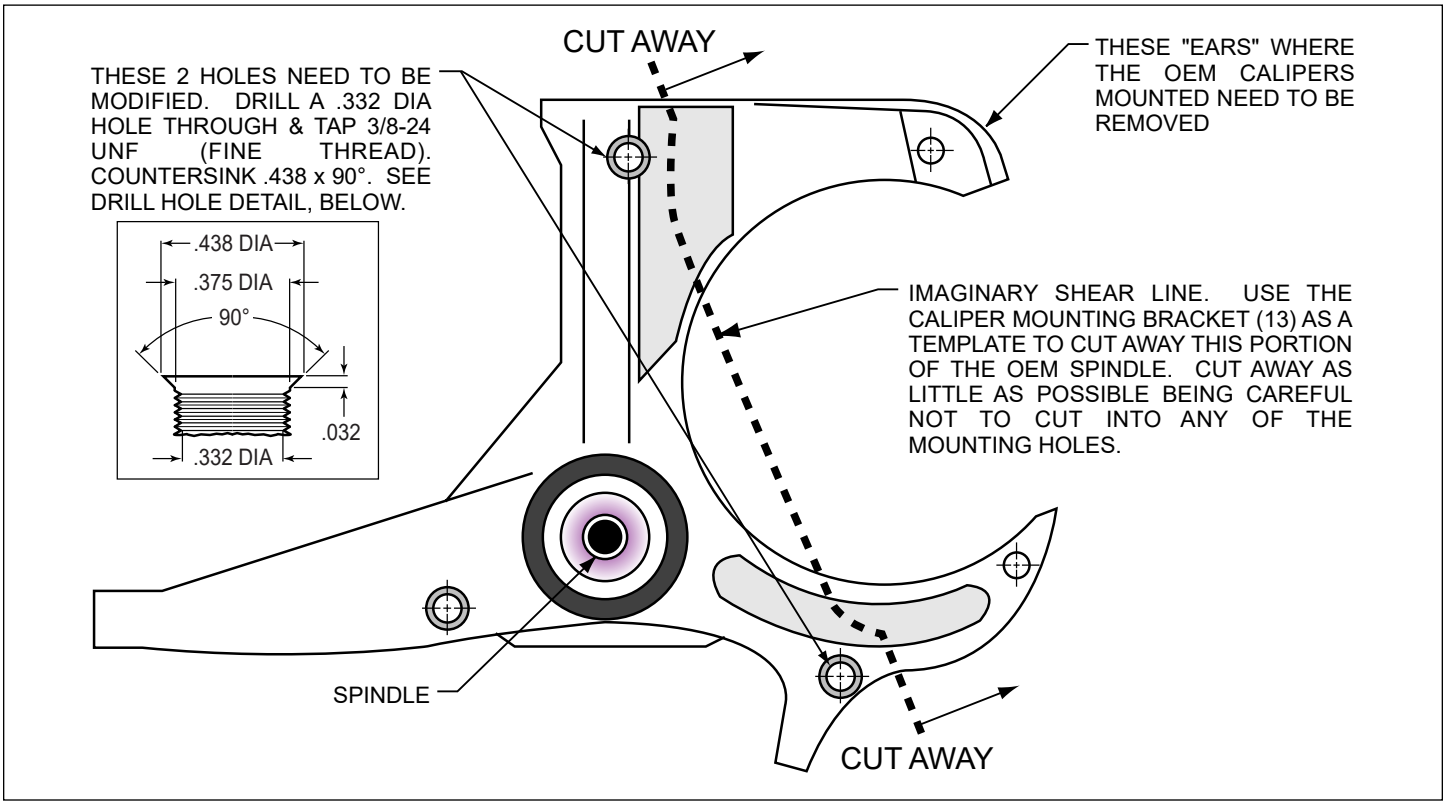

Figure 2. Steering Arm / Spindle Modifications
The two stock holes that will be used to mount the caliper mounting bracket (1) need to be modified (Figure 2). Drill a .332 diameter hole through both holes, then tap 3/8-24 UNF (fine thread). Countersink the holes to .438 x 90°. The "ears" that protrude to form a "C" shape need to be removed to facilitate the installation of the Wilwood caliper (18). Using the caliper mounting bracket (1) as a template, mark two cut marks on the steering arm. Remove as little as necessary from the "C" shape, being careful not to cut away any of the mounting holes required to bolt on the flat mounting bracket (1).